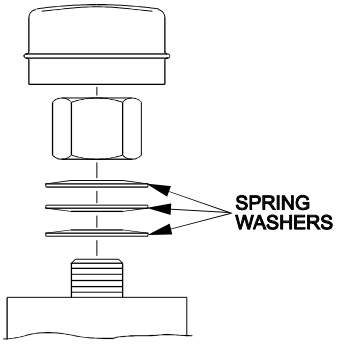

FIG. 18
a) Remove dust cap from caster and tighten nyloc nut until washers are flat and back off 1/4 of a turn to properly set the pre-load on the bearings. If necessary make sure the spring washers are reinstalled as shown in Figure 18.